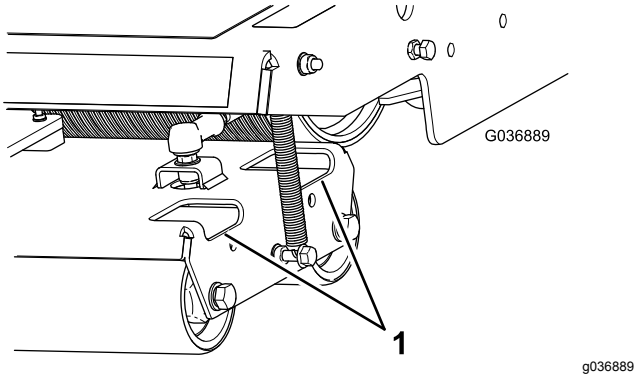

Figur 39
2. Rengjør valsene etter behov ved å sprøyte vann gjennom hullene i valsehusene (Figur 39).